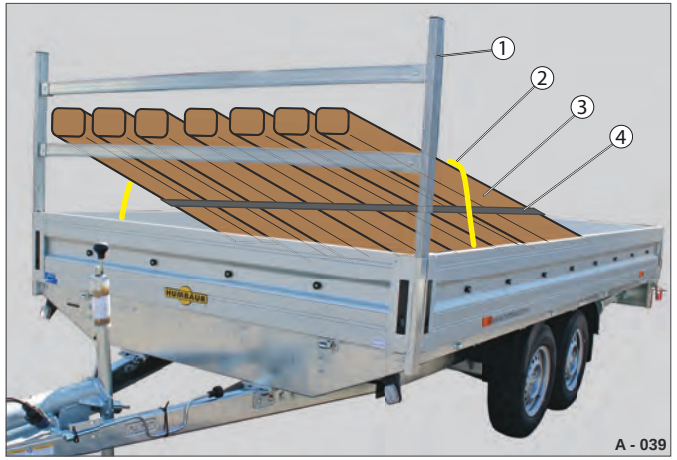

Fig. 38 Lastsikring med H-ramme
- ▶ Anbring lasten skridsikkert og fast. Sørg for at surre den sammen til ét samlet lastemne (Fig. 38 /3).